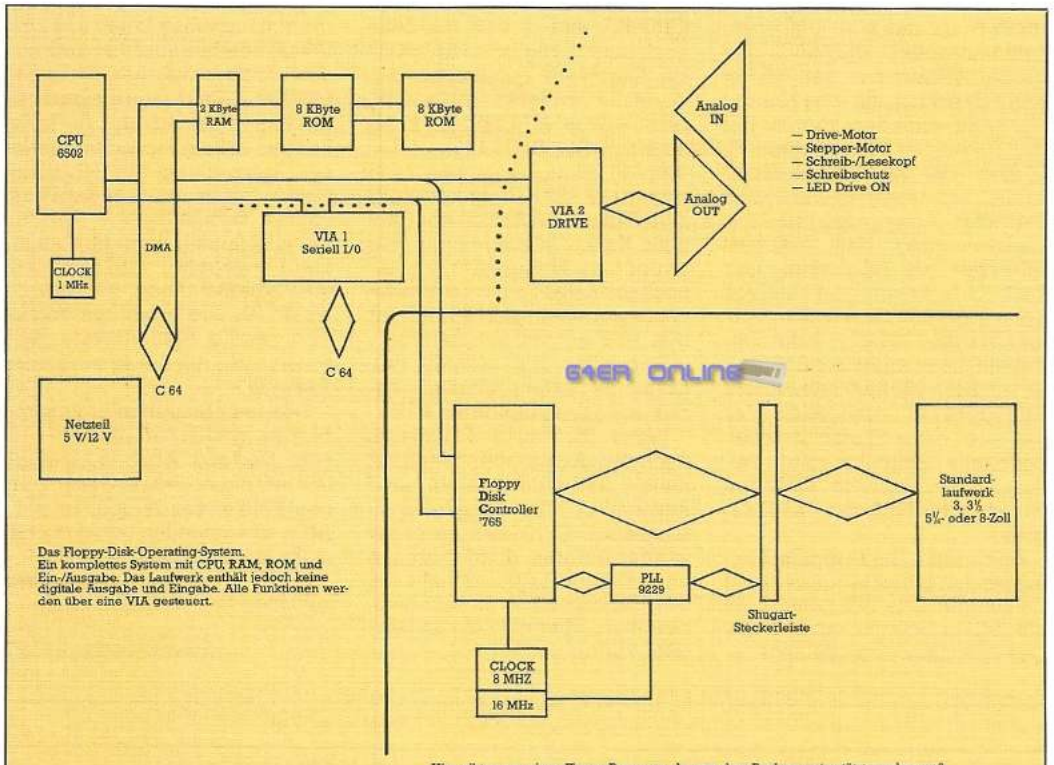

**Bild 1. So könnte ein »Standardlaufwerk am C 64 angeschlossen werden«**
Keine Angst — wir fangen langsam mit den Grundlagen an, um uns Stück für Stück vorzuarbeiten, bis der C 64 wie ein gläserner Computer vor uns steht. Was ist dran an der »Hintertür«, die wir im ersten Teil beschrieben haben? Was kann man damit machen? Nun, die Antwort ist relativ einfach, denn die »Hintertür« ist die einzige Möglichkeit, auf preisgünstige Weise ein beliebiges Standard-Diskettenlaufwerk mit FDC (Floppy-Disk-Controller) an den C 64 anzuschließen (Bild 1). Dazu wäre es interessant, zu wissen, wie dieser Eingang (SO) in der 6510-CPU tatsächlich funktioniert. Doch das ist ein Geheimnis der CPU-Entwickler. Besitzer der (längst vergriffenen) Original-Dokumentation über diese CPU finden nur den lapidaren Hinweis: Das ist zur Zusammenarbeit mit einem künftigen Baustein vorgesehen und sollte normalerweise nicht benutzt werden. Der »künftige« Baustein ist jedoch leider nie auf dem Markt erschienen.